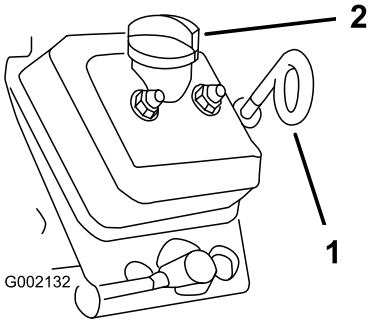

Figur 35
5. Använd en trasa och gör rent runt oljestickan och dess lock (Figur 35) så att smuts inte kan ramla ner i påfyllningsröret och skada motorn.
6. Ta ut oljestickan och torka av den (Figur 35).
7. Stick ned oljestickan i oljestickans rör och se till att den sitter ordentligt (Figur 35).
10. Sätt tillbaka påfyllningslocket (Figur 35).
11. Sätt ned oljestickan så att den sitter ordentligt (Figur 35).